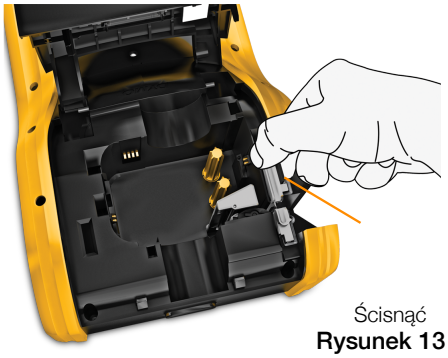

Rysunek 13
3. Ścisnąć dźwignię zwalniającą na zewnątrz ostrza tnącego i pociągnąć ostrze tnące na wprost do góry, aby je wyjąć. Patrz: Rysunek 13.